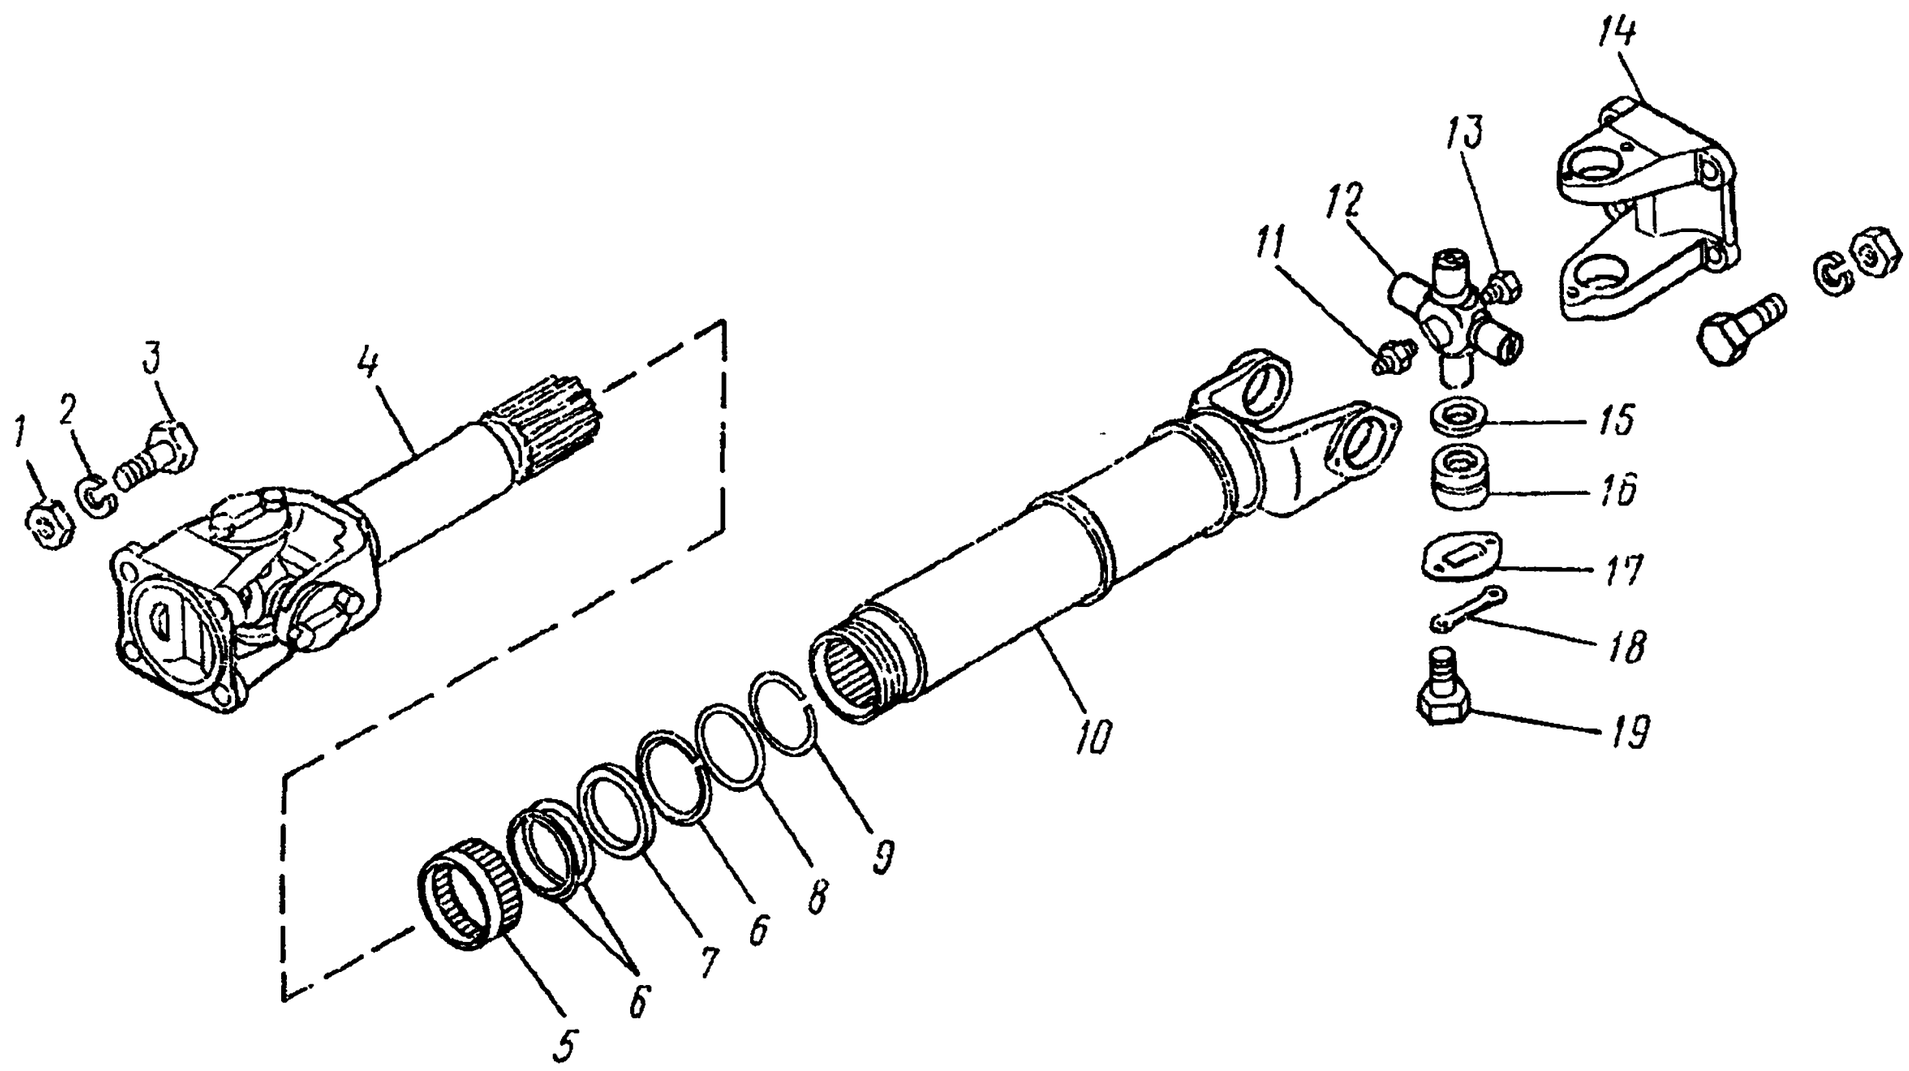
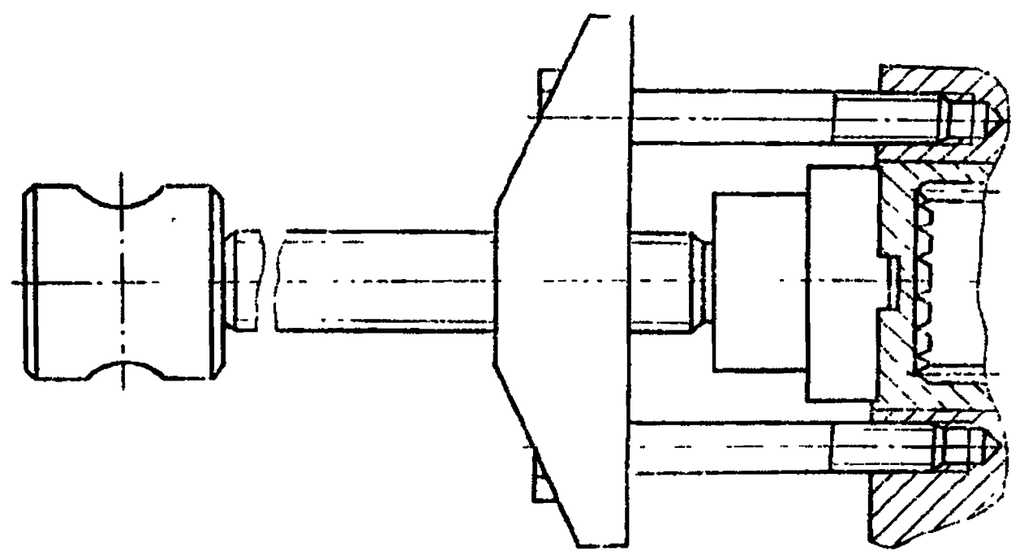

Рис. 195. Вал карданный заднего моста:
Рис. 196. Снятие съемником игольчатых подшипников
2. Отверните гайку *5* (рис. 195) крепления сальника шлицевой втулки, выньте скользящую вилку *4*.	Трубный ключ
6. Выпрессуйте съемником (рис. 196) игольчатые подшипники из фланца вала *10* (см. рис. 195), затем из фланца *14*, снимите крестовину *12*	Съемник
12. Вверните масленку *11* (см. рис. 195) со штуцером в крестовину *12*	Ключ 12 мм
14. Запрессуйте игольчатые подшипники *16* (см. рис. 195) съемником	Съемник